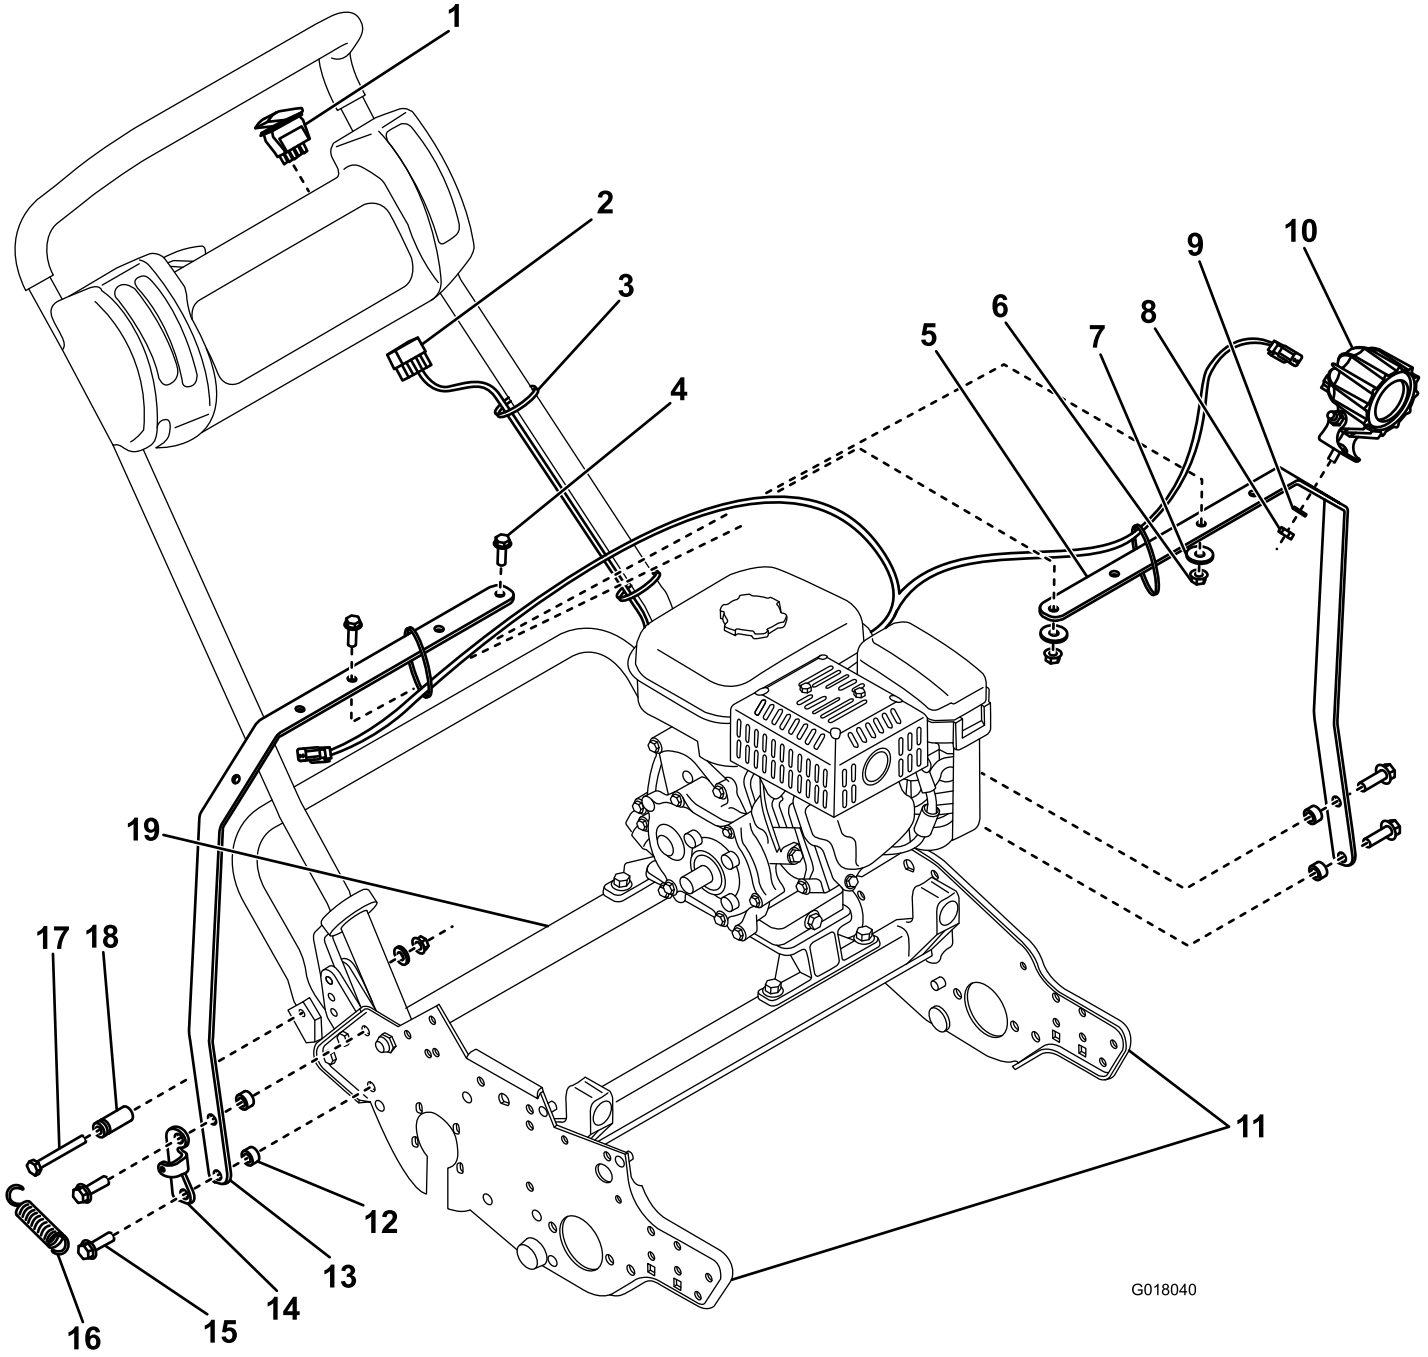

Bild 2
2. Entfernen Sie die zwei Schrauben (3/8"), mit denen die rechte Seitenplatte an der hinteren Querstrebe und dem Federhalter befestigt ist (Bild 2).
3. Befestigen Sie den rechten Bügel und die vorher entfernte Federhalterung mit den zwei Distanzstücken und zwei Schrauben (3/8"-1-1/4") an der Maschine (Bild 2).
4. Entfernen Sie die zwei Schrauben (3/8"), mit denen die linke Seitenplatte an der hinteren Querstrebe befestigt ist (Bild 2).
7. Befestigen Sie die Lampen am Bügel und befestigen Sie jede mit den Befestigungen an den Lampen (Bild 2).
8. Stecken Sie den Kabelbaum in die Lampen (Bild 2) und schließen das lange Ende an der rechten Lampe an.
9. Entfernen Sie die Blende und setzen Sie den Schalter in das Armaturenbrett ein; stecken Sie den Lampenkabelbaum dann in den Schalter (Bild 2).
10. Stecken Sie den Stromanschluss am Kabelbaum in die blauen Kabel mit den Buchsen, die vom Motorgebläsegehäuse kommen (Bild 2).
11. Befestigen Sie den Kabelbaum mit Kabelbinden (Bild 2) und stecken Sie zu lange Läufe unter das Armaturenbrett.
12. Entfernen Sie den alten Federhalter und setzen Sie den neuen Federhalter mit einer Schraube (5/16" x 2-3/4") ein (Bild 2). Bringen Sie auch die vorher entfernte Feder an.